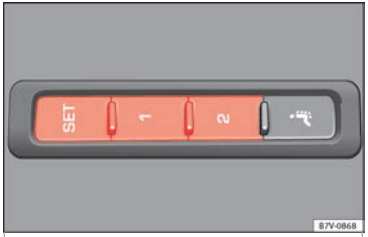

Afb. 157 Geheugentoetsen aan de buitenzijde van de bestuurdersstoel.
- Houd de toets SET langer dan een seconde ingedrukt ››› afb. 157.